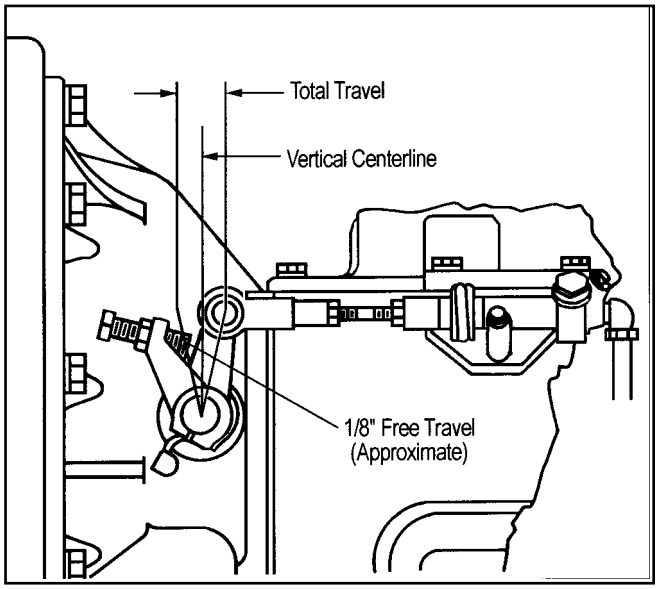

Figure 15. Typical Hydraulic Release Linkage
B. The cross shaft lever should travel the same distance on each side of the vertical centerline of the cross shaft (Figure 15).